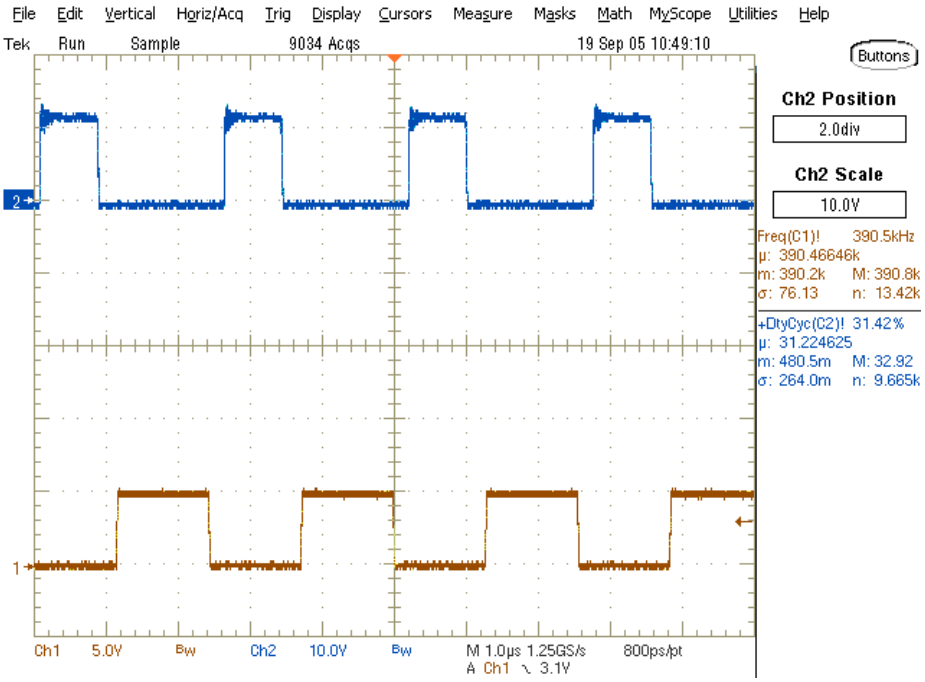

Figure 2. TPS40200 Synchronized to a 50% Duty Cycle External Clock
The following scope picture (Figure 2) shows a 5-V input clock at the TP6 input operating at 390 kHz and a 50% duty cycle. The switch node also shown in the picture is switching at the same frequency with a 12-V V_{CC} supply. The RC operating frequency of the TPS40200 is set by R3 and C5 to be 300 kHz.
2. Prior to connecting the dc-input source, V_{12V_IN}, it is advisable to limit the source current from V_{12V_IN} to 5 A maximum. Ensure that V_{12V_IN} is initially set to 0 V and connected as shown in Figure 2.